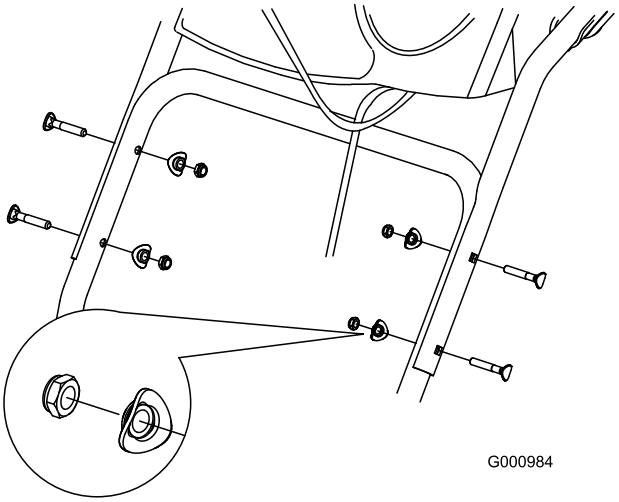

Rysunek 3
1. Unieś i obróć górny uchwyt, po czym umieść go na dolnym uchwycie (Rysunek 3).
2. Zamontuj 2 śruby, 2 podkładki wygięte i 2 nakrętki w otworach dolnego uchwytu (Rysunek 3).